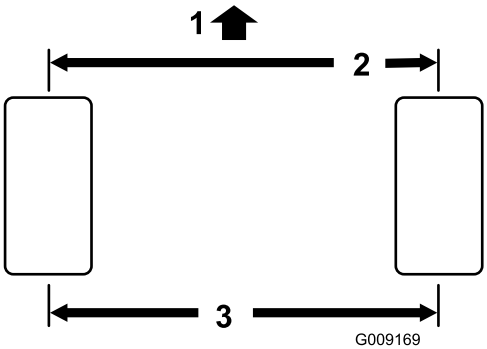

Figur 55
2. Mät avståndet från mitt till mitt (vid axelhöjd) framtill och baktill på styrhjulen (Figur 55). Måttet ska vara 0 ± 3 mm större framtill på däcket än baktill. Vrid däcket i 90 ° och kontrollera måttet på nytt.